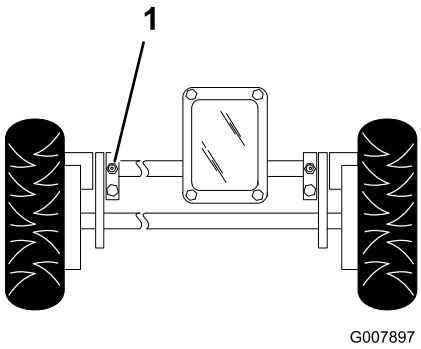

Figuur 28
1. Veeg de smeernippels met een doek schoon (Figuur 28).